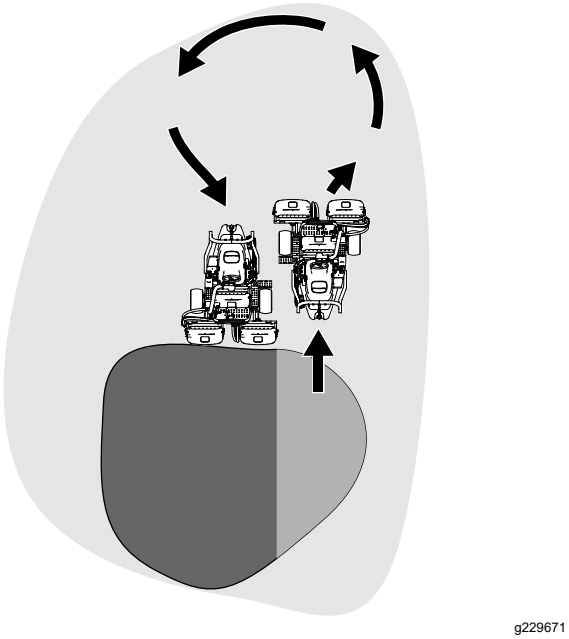

Figura 35
6. Para ganar tiempo y facilitar la alineación correcta para la pasada siguiente, gire la máquina momentáneamente en la dirección opuesta, y luego gire hacia la parte que todavía no está segada. Este movimiento forma un giro en forma de lágrima (Figura 35), que permite alinear la máquina rápidamente para la pasada siguiente.